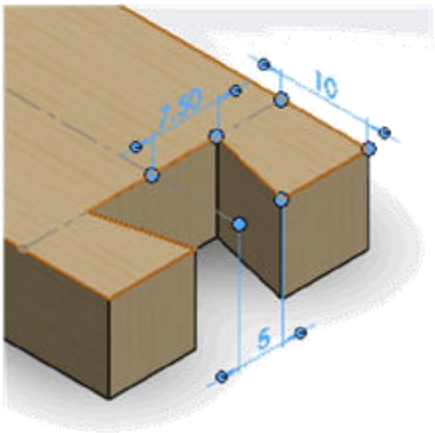

Figure2. Dimensions for dove tail joint cutting on Long strip
- The final longer strip with dove tail joint cutting and all dimensions is shown in figure 2.
- The final smaller strip with dove tail joint cutting and all dimensions is shown in figure 2.